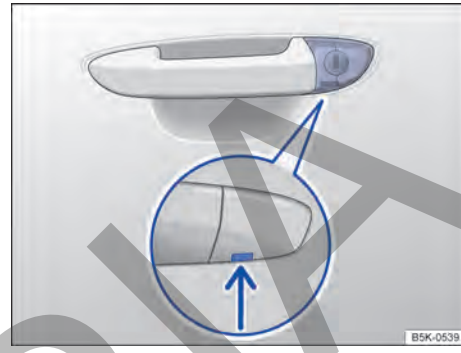

Fig. 52 Manilla de la puerta del conductor: bombín de cierre cubierto.
– Introducir la paleta de la llave por abajo en la apertura de la cubierta → fig. 52 (flecha).